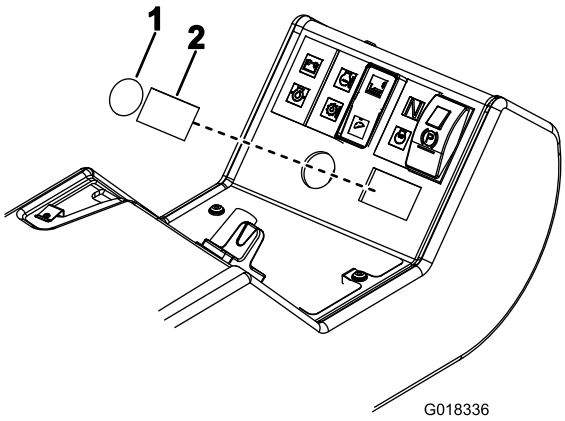

Figur 17
8. På kontrolpanelet skal du fjerne den runde blokeringsprop og den rektangulære blokeringsprop ved siden af (Figur 17).